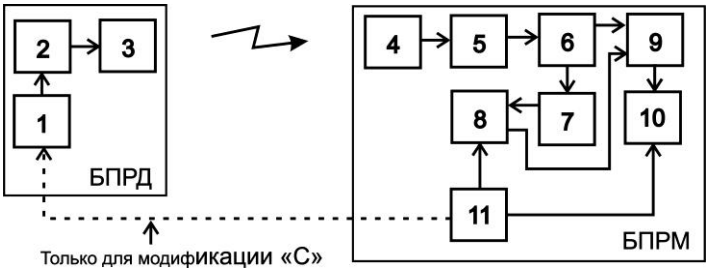

Рис. 6.5
6.2.1 Управляемый генератор 1 (см. рис. 6.5) вырабатывает импульсную последовательность определенной скважности. Под действием импульсов с генератора 1, модулятор 2 формирует последовательность СВЧ-радиоимпульсов, которые поступают на передающую антенну 3. Передающая антенна 3 излучает СВЧ-радиоимпульсы в